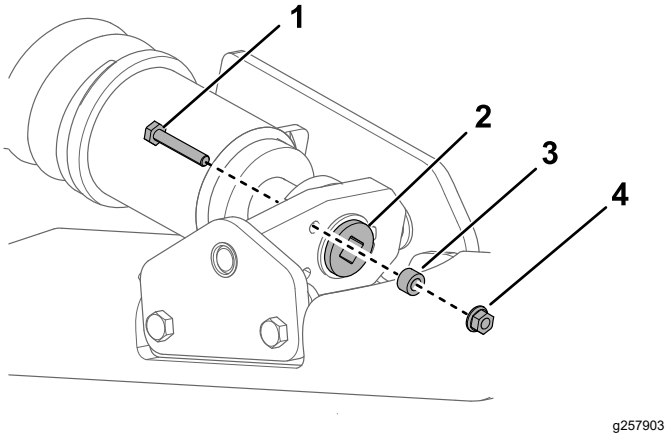

Figuur 57
4. Verwijder de borgbout, het afstandsstuk en de moer (Figuur 57).
6. Lijn de dichtstbijzijnde inkeping in de spanschroef uit met de opening van de borgbout en bevestig de schroef met de borgbout en moer (Figuur 57).
7. Verwijder de borgbout, het afstandsstuk en de moer (Figuur 57).
8. Gebruik een dopsleutel van ½" en verminder de spanning door de spanschroef rechtsom te draaien (Figuur 57 en Figuur 61).